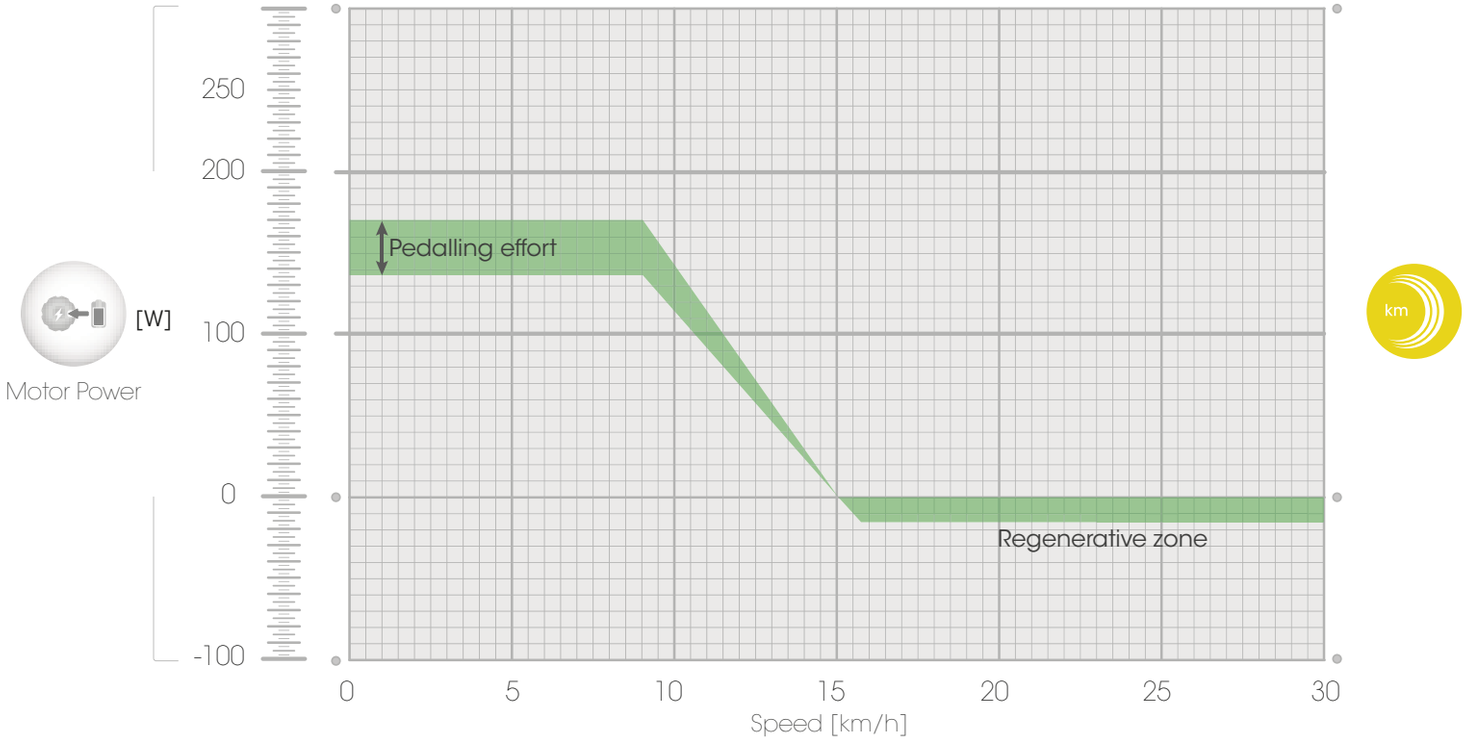

Abbildung 14: Motorunterstützung / Regenerative Zone im Range 3 Modus
- Range 3 (Abbildung 14): Dieser Power Modus ist ein Hybrid und er reagiert auf die Neigung der Straße (siehe Range 1). Die Unterstützung durch den Motor ist sanfter als bei Range 1 und die Geschwindigkeit, bis zu der unterstützt wird, begrenzt, sodass Ihre Reichweite auf bis zu 90 km* erhöht werden kann.